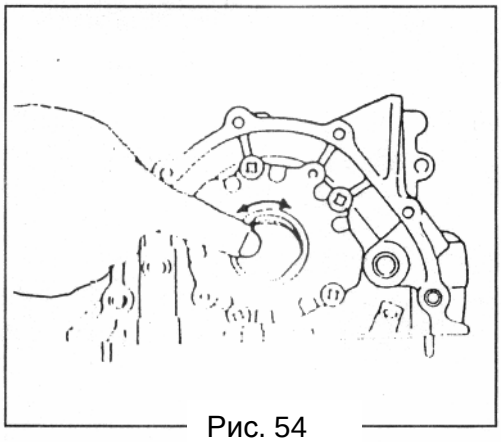

Рис. 54
2) Нанесите тонкий слой масла на внутренний и наружный ротор, на рабочую кромку сальника, на внутреннюю поверхность корпуса насоса и на крышку (Рис.54).